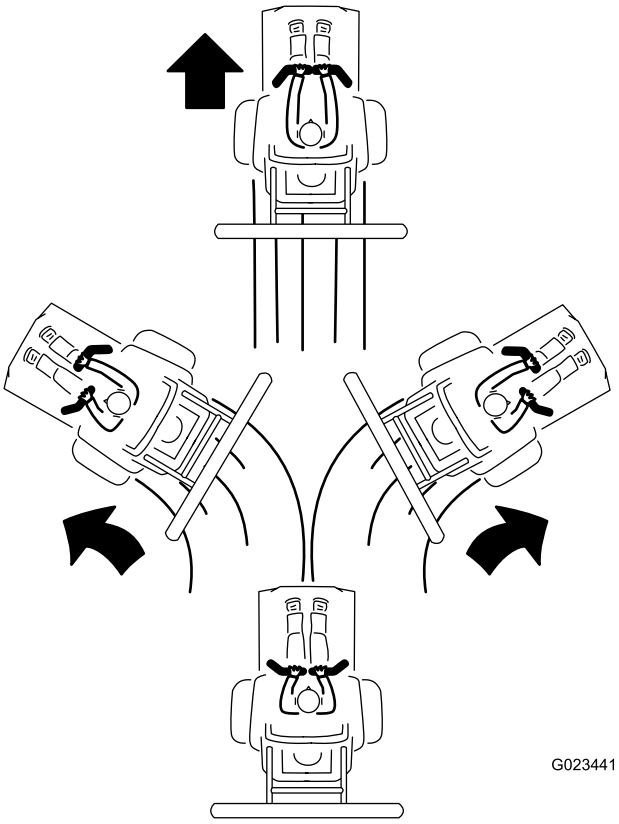

Figur 25
3. Kør fremad ved langsomt at skubbe styrehåndtagene fremad (Figur 25).